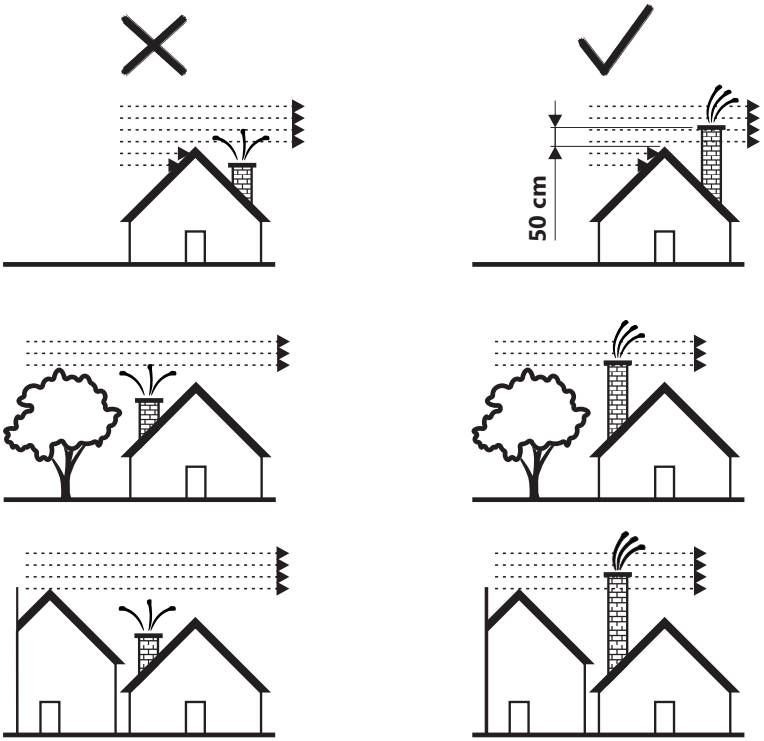

Figure 2a
- la cheminée doit dépasser au moins 0.5m au-dessus du sommet du toit et de surpasser les bâtiments / obstacles avoisinants (maison voisine, arbre...) (figure 2a).